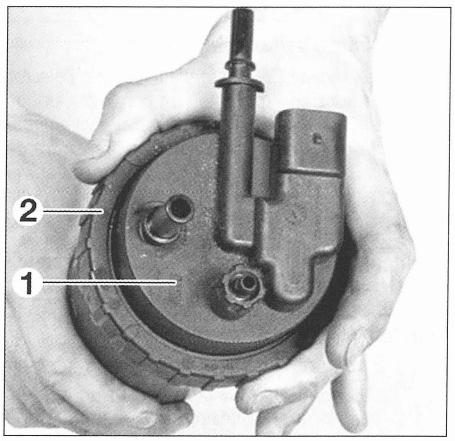

FIG. 30
- la carcasa (1) haciendo girar la anilla de bloqueo (2) **(fig. 30).**